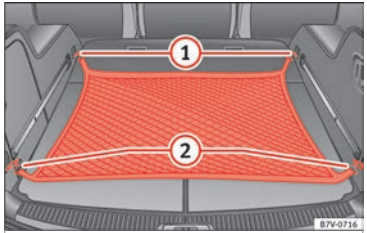

Bild 173 I bagageutrymmet: nät som används för att sätta fast bagage
- Haka fast bagagenätet i fästöglorna ››› **bild 173** (1) och (2).
- Haka försiktigt ur bagagenätets krokar ur fästöglorna ››› **bild 173** (1).
- Haka försiktigt ur bagagenätets krokar ur fästöglorna ››› **bild 173** (2). »